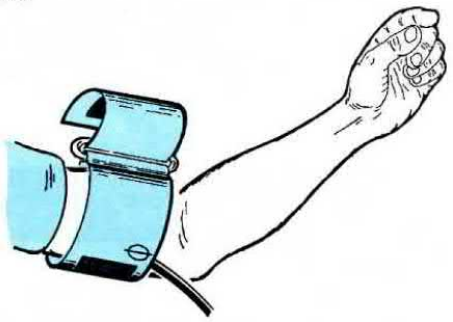

Fig.11 Tenendo il tubetto di gomma in questa posizione, il sensore appoggerà nella zona richiesta.
- Posto il tubetto di gomma in prossimità dell'arteria, bloccate la fascia sul braccio, facendo aderire le due superfici autobloccanti a **strappo** (vedi fig.11)